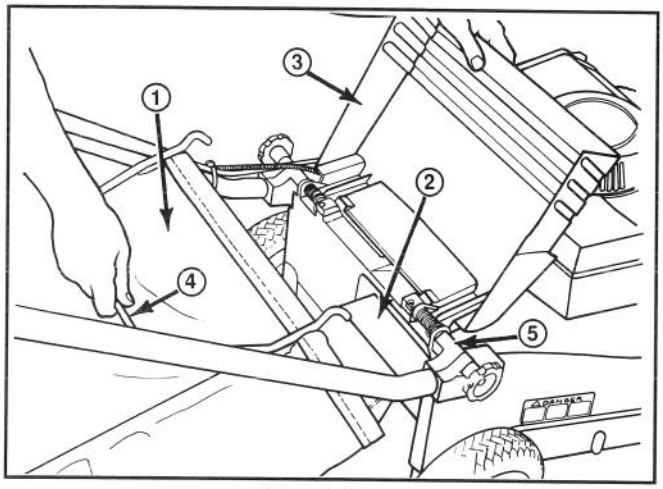

Afbeelding 5
1. Open kokerdeur, schuif de trechter aan de zak in de afvoeropening en haak zakframe aan het ronde gedeelte van de bevestigingsbeugels (Afb. 5).